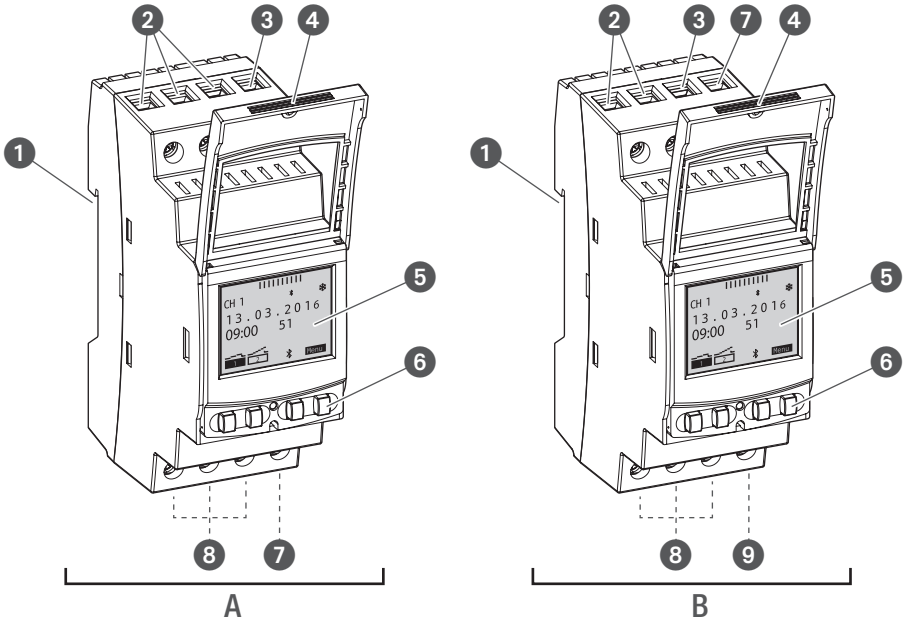

Bild 1: Kopplingsur
Kopplingsuret är en timer, som monteras med ett klicksystem på en DIN-skena (Bild 1/❶). Det styr respektive apparat det är anslutet till. Kopplingsuret har 1 eller 2 kanaler och kan manövreras via en display (Bild 1/❺) med 4 manöverknappar (Bild 1/❻). Kopplingsuret kan programmeras manuellt eller via en mobil enhet. Radiosignalens frekvens ligger på 2,4 GHz och max. sändningseffekt är 1,8 mW.